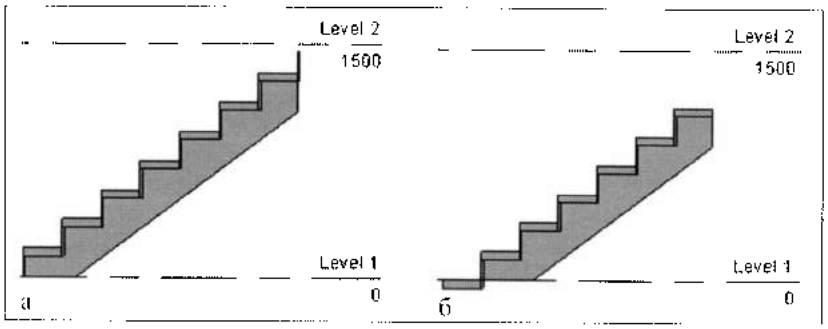

Рис. 19.3. *Управление первой и последней ступенькой*
9. Кнопкой **Edit Type** открыть бокс **Type Properties** и установить в разделе **Risers**, чем начинается и чем заканчивается лестница (рис. 19.3).